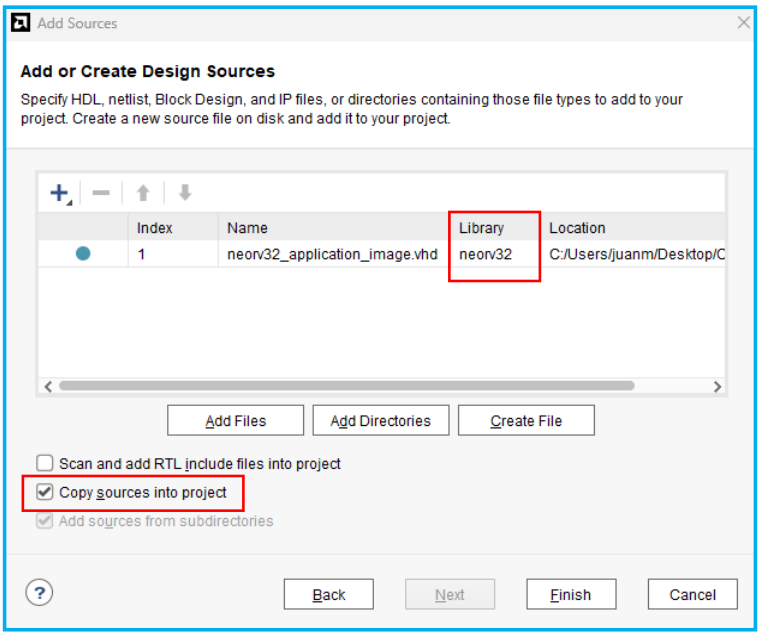

Fig.14. Ventana `Add or Create Design Sources`, tras añadir la imagen VHDL.
7. De vuelta en la ventana anterior, nos aseguramos de que el campo `Library` del archivo sea neorv32 y que la opción `Copy sources into project` esté seleccionada (Fig.14). Pulsamos `Finish` para continuar.